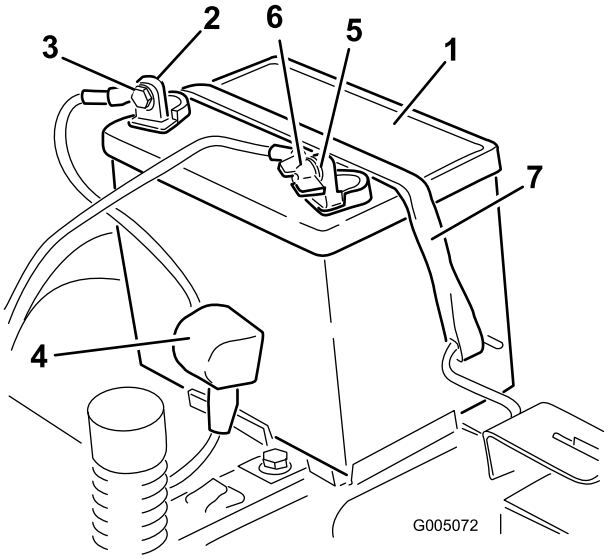

Figur 46
4. Tag det sorte minusjordkabel af batteriets pol (Figur 46). Gem alle fastgørelsesanordningerne.
5. Skyd gummikappen op ad det røde positive kabel. Tag det røde positive kabel af batteriets pol (Figur 46). Gem alle fastgørelsesanordningerne.
6. Fjern batteritilholderen (Figur 46), og løft batteriet op fra batteribakken.
1. Placer batteriet i bakken (Figur 46).
5. Fastgør batteriet med tilholderen (Figur 46).